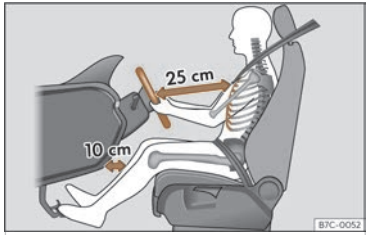

Fig. 17 La separació correcta entre el conductor i el volant ha de ser de 25 cm com a mínim (10 polzades).
- Ajusteu el volant de manera que quedi a una distància, d'almenys, 25 cm (10 polzades) de l'estern ››› **fig. 17** i el pugueu subjectar amb les dues mans pels costats, per la part exterior, amb els braços lleugerament flexionats.